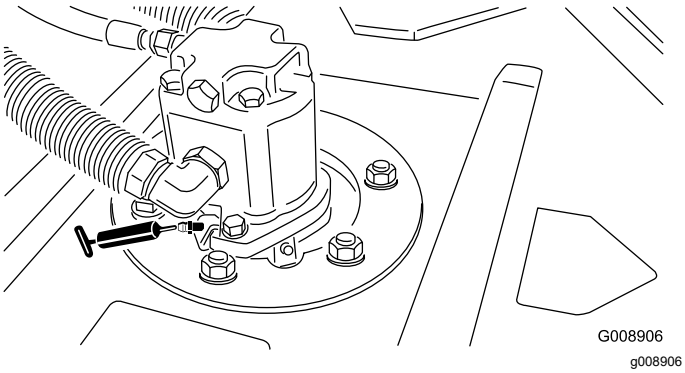

Figur 44
- 2 (per klippenhet) spindelaxellager till klippenhet (Figur 44)